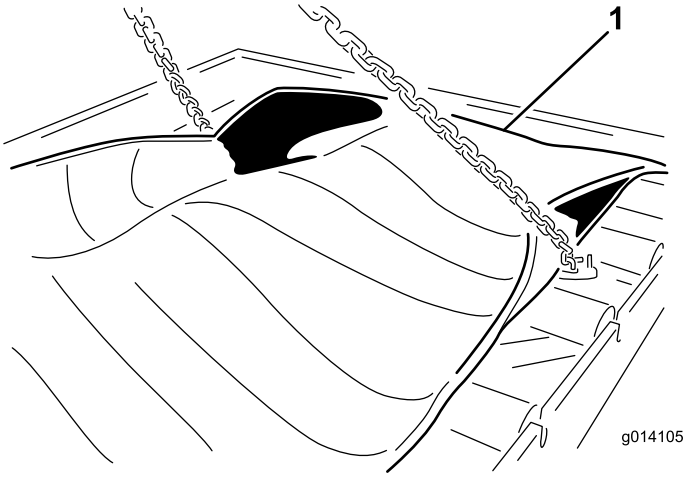

Figuur 48
23. Verwijder de (24) bouten om het element los te maken (Figuur 48).